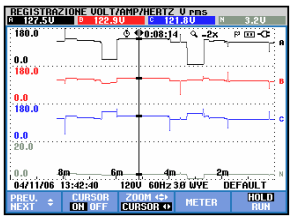

Figura 19-5. Schermata Andamento, cursore attivato
- Premere F2 per attivare la funzione Cursore. Utilizzare i tasti freccia sinistra/destra per spostare il cursore orizzontalmente lungo gli andamenti. I valori dell'andamento relativi alla posizione del cursore vengono visualizzati nell'intestazione della testata, come mostrato nella figura 19.5. Si osservi che l'aggiornamento della schermata a questo punto viene interrotta mentre la registrazione dei dati continua. La funzione Andamento consente di registrare un massimo di sei schermate che vengono visualizzate una alla volta. Posizionando il cursore sull'estremità sinistra o destra della schermata, nell'area di visualizzazione viene mostrata la schermata successiva.